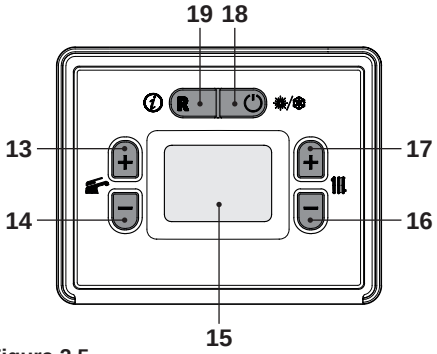

Figura 2.5
- Premere il tasto 18 fino a far apparire sul display il simbolo Figura 2.5.
La temperatura dell'acqua calda di mandata riscaldamento è regolabile agendo sui tasti 16 (diminuzione) e 17 (aumento) (Figura 2.5) da un minimo di circa 28°C ad un massimo di circa 55°C o da un minimo di circa 50°C ad un massimo 80°C (vedere "Selezione del set temperatura riscaldamento" a pag. 47). Alla prima pressione di uno dei due tasti si ha la visualizzazione del valore di "set", alla seconda pressione si accede alla modifica.
Comunque se la temperatura ambiente non dovesse essere confortevole si può aumentare o diminuire la temperatura di mandata dell'impianto riscaldamento di ± 15°C agendo sui tasti 16 (diminuzione) e 17 (aumento) (Figura 2.5).
La temperatura dell'acqua calda sanitaria è regolabile agendo sui tasti 13 (aumento) e 14 (diminuzione) (Figura 2.5) da un minimo di circa 35°C ad un massimo di circa 60°C. Alla prima pressione di uno dei due tasti si ha la visualizzazione del valore di "set", alla seconda pressione si accede alla modifica.